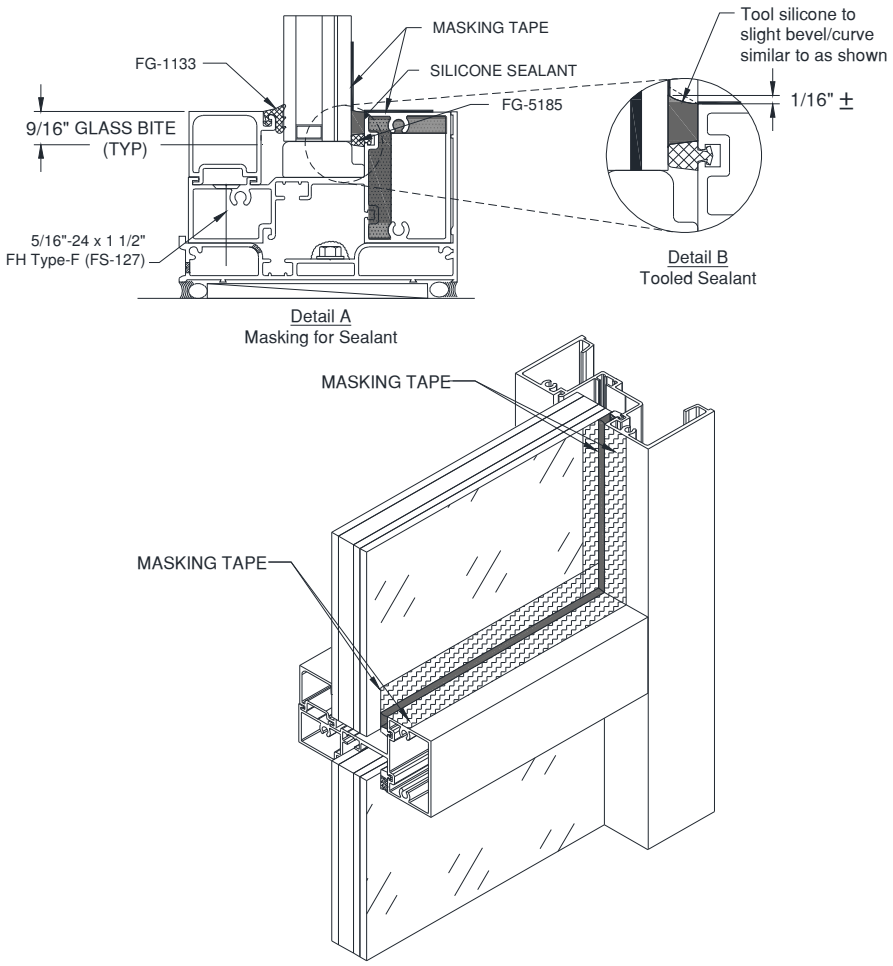

Figure 20: Interior Sealant Application
13.2.5 After gaskets are pressed into place, pull gasket from pocket at corners as shown in *Figure 20 Detail B*. Clean glass and gaskets a minimum of 2" from each end with isopropyl alcohol.
13.2.6 Apply sealant and push Gasket into reglet, compressing from the corner first, *Figure 20 Detail C*. Clean squeeze out immediately.
13.3.2 Mask off glass and aluminum with 1" wide (minimum) low adhesion masking tape. Reference *Figure 20* for masking tape application location. Working a single D.L.O. at a time, fill cavity around full perimeter of D.L.O. with DOWSIL™ 995 Silicone Structural Sealant, as shown in *Figure 20 Detail A*; care should be taken not to leave any voids and eliminate air bubbles in sealant. Immediately tool, creating a finished joint with a beveled/curved joint surface, *Figure 20 Detail B*.
14.2.5 After gaskets are pressed into place, pull gasket from pocket at corners as shown in *Figure 20 Detail B*. Clean glass and gaskets a minimum of 2" from each end with isopropyl alcohol.
14.2.6 Apply sealant and push Gasket into reglet, compressing from the corner first, *Figure 20 Detail C*. Clean squeeze out immediately.